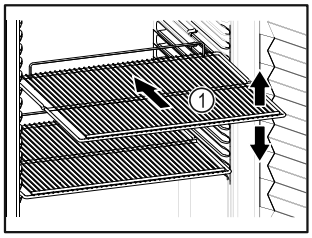

Fig. 82 Reprezentare exemplificativă
- ❑ Dacă polițele *Fig. 82 (1)* pot fi mutate, adaptați-le în funcție de înălțime.